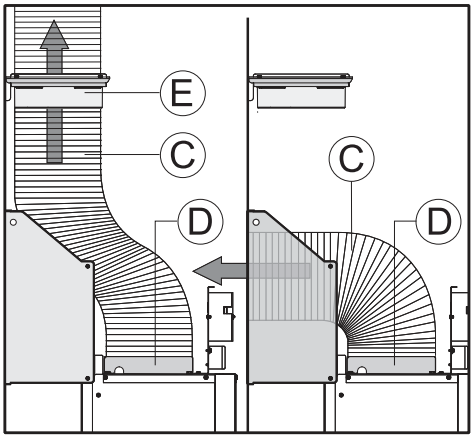
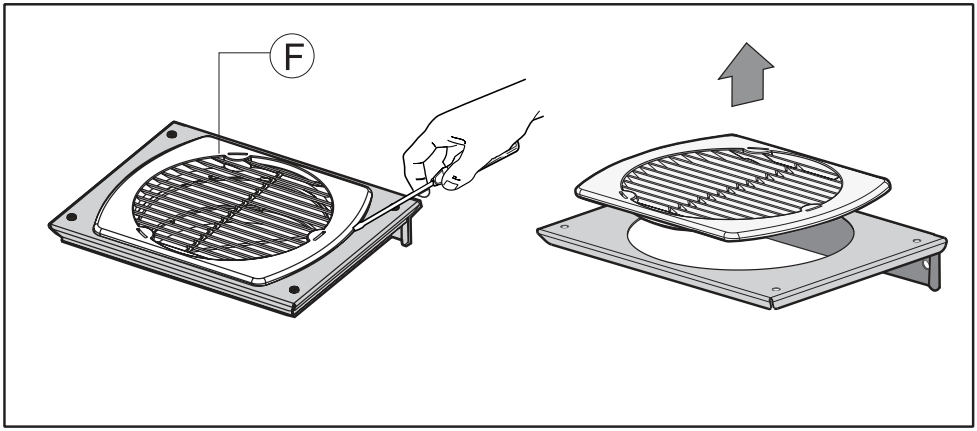

Fig.8
Fig.9
- S'il s'agit d'un modèle de hotte version évacuation extérieure, ne retirez la grille F **(Fig. 9)** que s'il vous faut faire passer le tuyau d'évacuation de l'air à l'intérieur de la bride de sortie de l'air E **Fig. 8**.